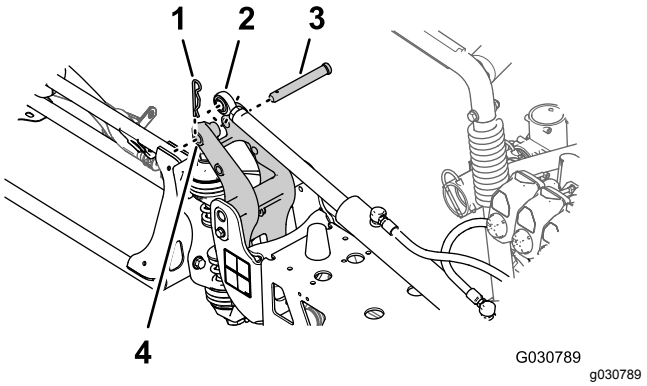

Figur 136
6. Rett inn stangenden på løftesylinderen med hullet på 25 mm i hornet på svingkoblingen (Figur 136).
7. Fest løftesylinderen til svingkoblingen med splittpinnen og hårnålssplintpinnen (Figur 136) du fjernet i trinn 3 i Fjerne løftesylinderne (side 35).